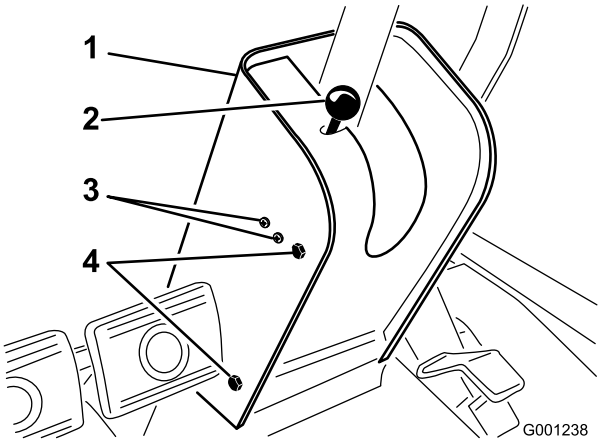

Figur 61
2. Fjern knappen fra stangen til parkeringsbremsen og skruerne fra ratstammekappen (Figur 61).
4. Løsn de skruer og møtrikker, der fastholder kontakten til parkeringsbremsen i venstre side af ratstammen (Figur 61).